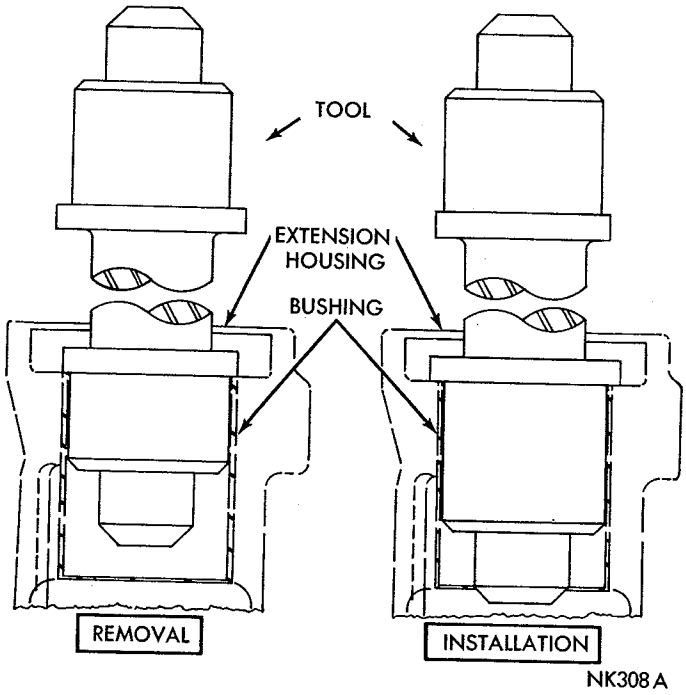

***Fig. 68—Replacing Extension Housing Bushing***
(1) Pry or drive oil seal out of extension housing with a long blunt drift. Be sure not to mar oil seal surface in the housing.
(2) **A-904-G and A-904-LA:** Press or drive out bushing with Tool C-3996 (Fig. 68).
(3) **A-904-G and A-904-LA:** Slide a new bushing on installing end of Tool C-3996. Align oil hole in bushing with oil slot in the housing, then press or drive bushing into place (Fig. 68).